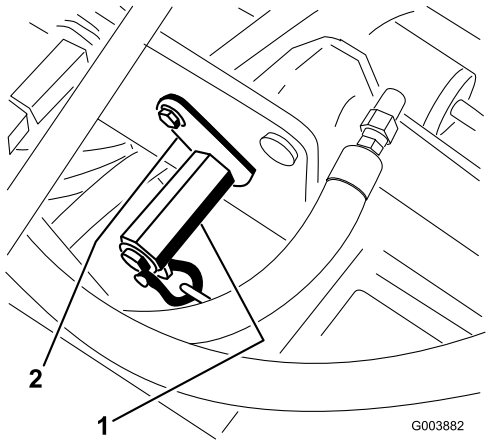

Figur 34
3. Plasser en åpen skrunøkkel på sekskantakselen på fjærbraketten (Figur 34).
4. Fjern skrue og festemutter som holder fast holdebraketten (Figur 34) mens du roterer sekskantakselen for å avlaste fjærspenningen.